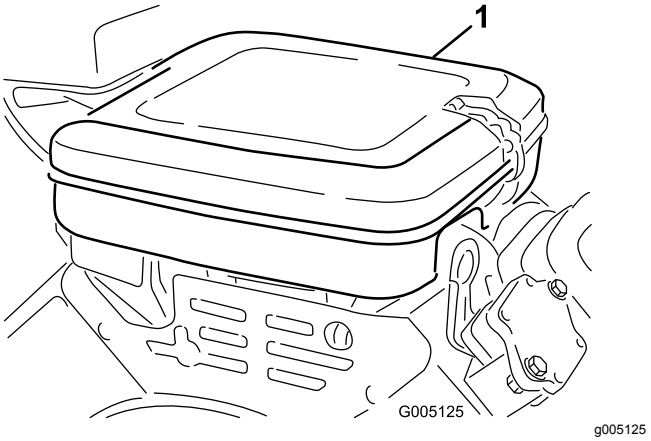

Figur 28
1. Rengör luftrenarkåpan (Figur 28).